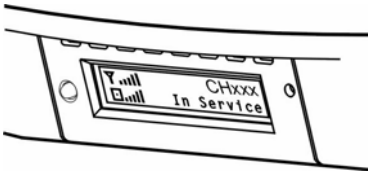

Figure 3.5: Displayed Signal Strength and Coverage Area
3. Hold the CU in the position it is to be mounted. In an ideal application, the display on the CU will show 5 bars of signal strength and coverage area. If the display is not showing 5 bars for coverage area and there are alternate possible mounting locations, move the CU to the alternate locations and check the display. Place the CU in the location showing maximum number of bars (see Figure 3.5:"Displayed Signal Strength and Coverage Area"). In the event the number of bars is not changing, which is very possible, choose a location that is most convenient.